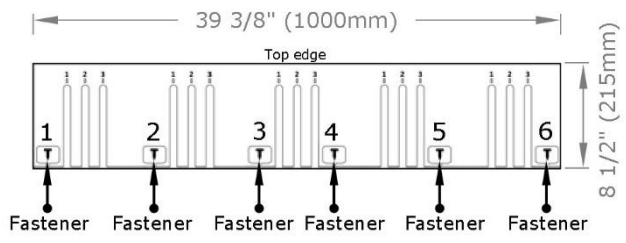

FIGURE 6 - REVIA® XTM Starter Shingle
- Fasten starter shingles with ***six fasteners*** positioned within the boxes indicated on the shingle. See **Figure 6**.